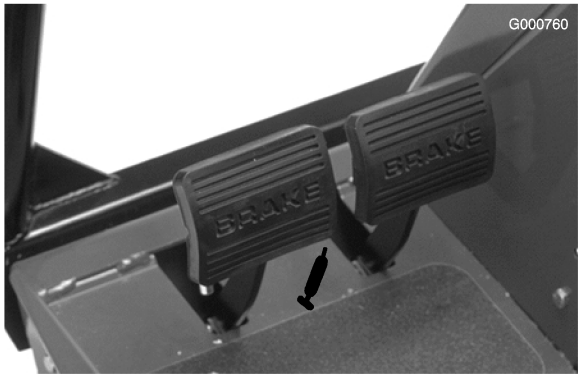

Figura 37
- Albero del pedale del freno (1) (Figura 37)